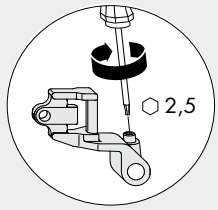

Figure 2
- ***B*** Top hinge pin (**8/14**) **must** be secured in the stay hinge (**10/16**) with a grub screw (torque 2.5 ± 0.25 Nm) (see Figure 2).